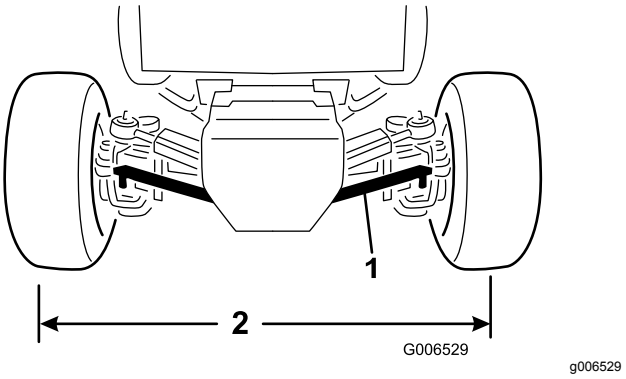

Figur 65
1. Fjern splitten og kronemøtrikken, der fastgør en af forbindelsesstangens kugleled til monteringsbeslaget på akslen, og skil kugleleddet fra akslen (Figur 65).
3. Drej forbindelsesstangens kugleled indad eller udad, indtil afstanden fra midten til midten foran og bag på baghjulene er den samme (Figur 65).